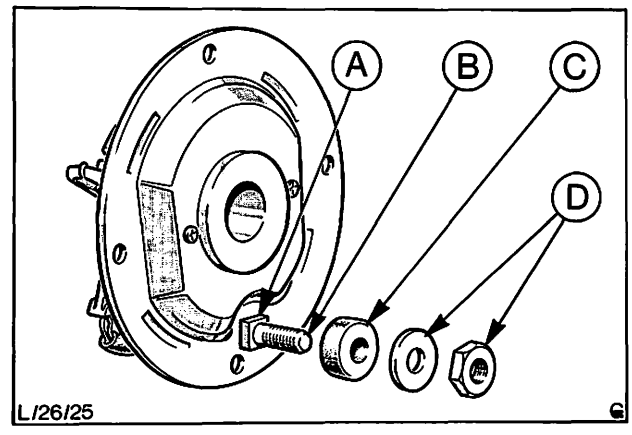

Abb. 32 A = Isolierbüchse
14. Hauptanschlußstift und Isolierbüchse durch die Öffnung im Kollektorlagerschild einsetzen. Stift mit zweitem Isolator, Unterlagscheibe und Mutter befestigen, Abb. 32.